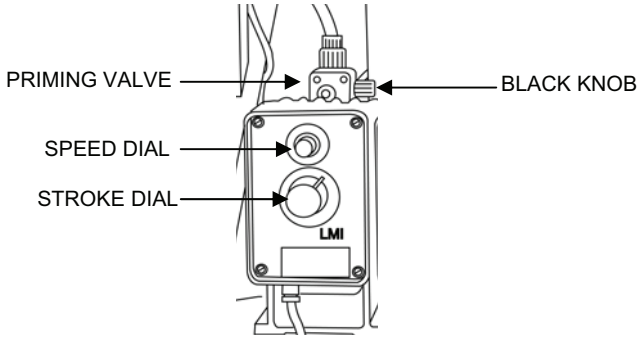

Figure 3. Chemical Pump Controls.
3. Make sure the speed dial on the sodium bisulfite chemical pump is set to OFF (fully counterclockwise) (Figure 3).